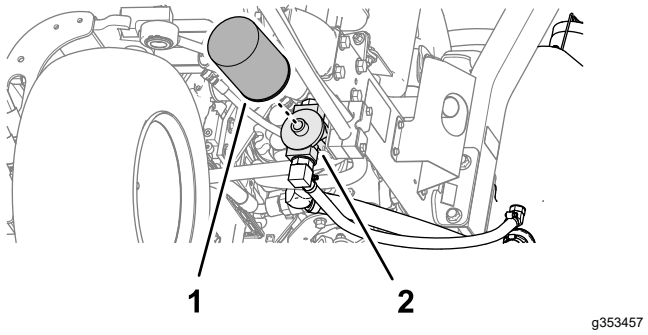

**Figur 92**
2. Rengör runt området där filtret ska monteras. Placera ett avtappningskärl under filtret (Figur 92) och avlägsna filtret.